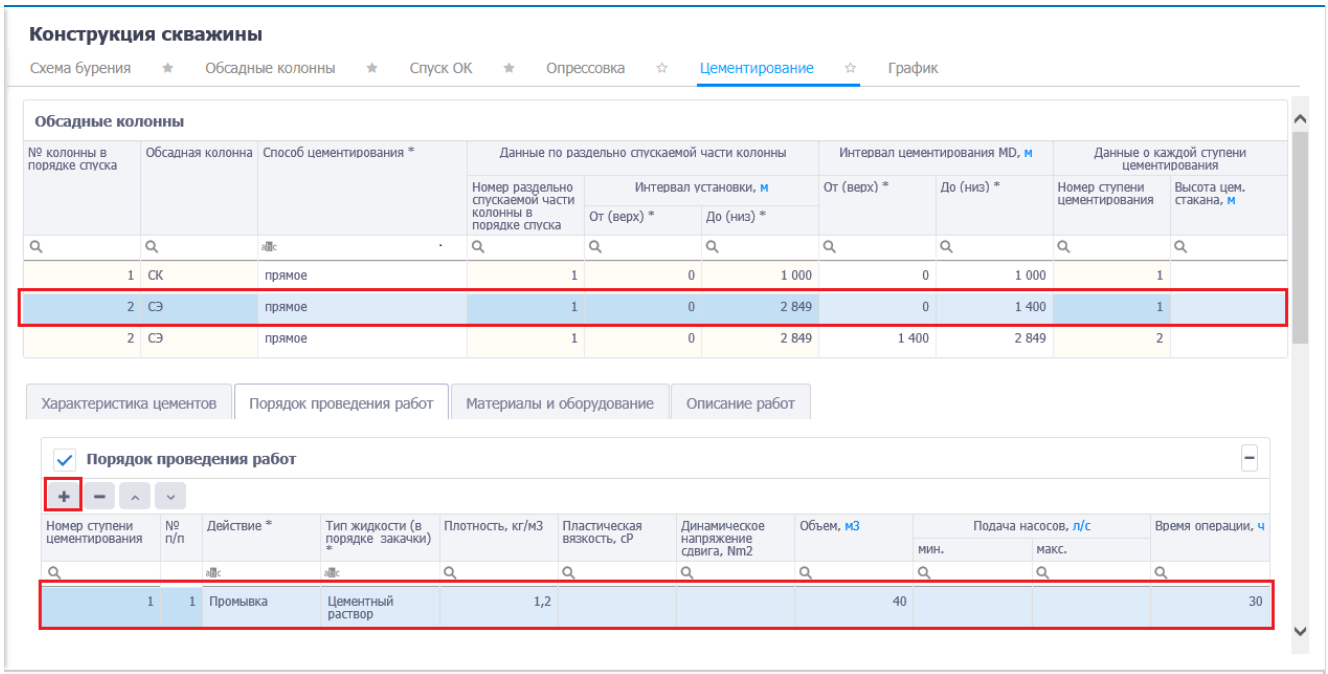

Рис. 3.130
1) Заполнить таблицу «Порядок проведения работ» на вкладке «Порядок проведения работ». Для этого следует выбрать секцию в таблице и добавить действие, нажав на кнопку (Добавить) и введя данные стандартным для приложения образом (рис. 3.130).